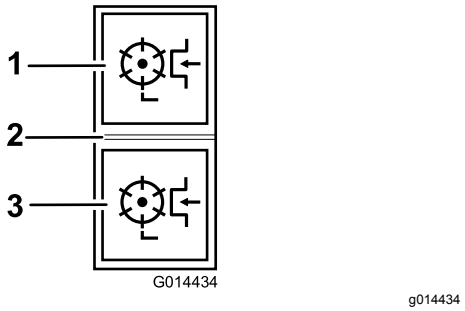

**Figuur 31**
**Maaiaandrijving voor vooruit draaien inschakelen:** Druk de bovenkant van de schakelaar van de maaiaandrijving in de voorste stand (Figuur 31).
**Maaiaandrijving voor achteruit draaien inschakelen:** Druk de onderkant van de schakelaar van de maaiaandrijving in de achterste stand (Figuur 31).
**Alle maaidekken uitschakelen:** Zet de schakelaar in de middelste stand (Figuur 31).